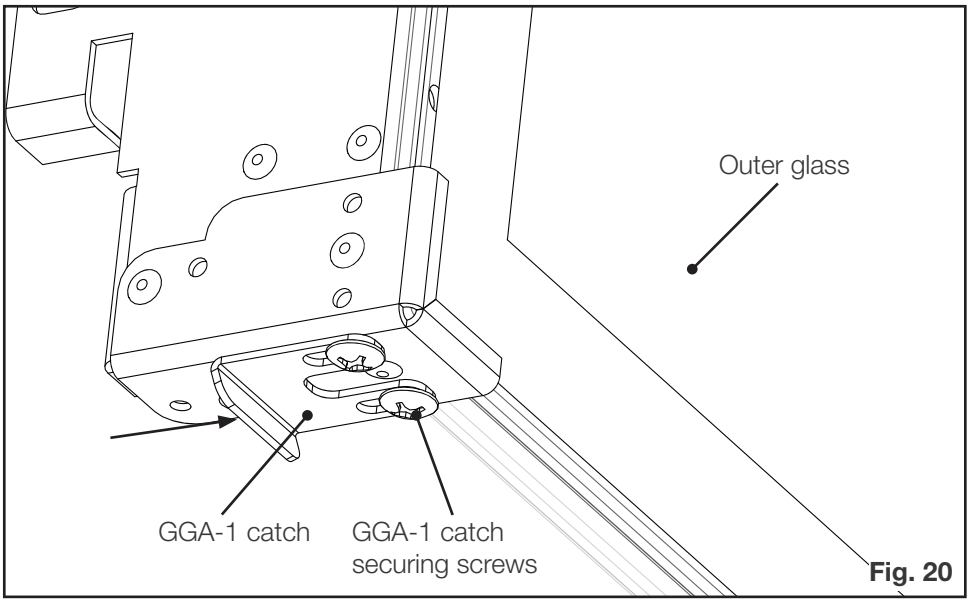

Fig. 20
16. If there is excessive play, the GGA-1 catches on the bottom of the GGA-1 should be adjusted forward to reduce the play to a minimal amount. This is to ensure GGA-1 can still be secured and released smoothly without excessive force **(Fig. 20).**